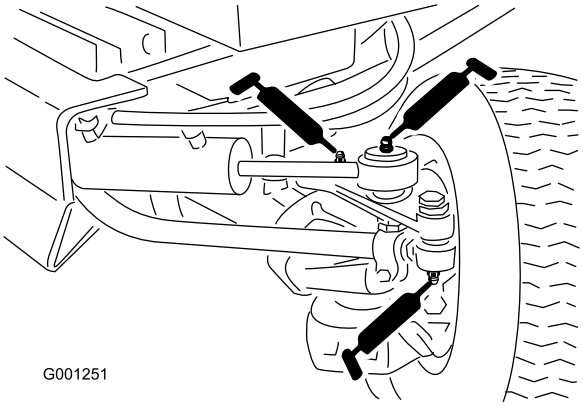

Figuur 45
- Uiteinden van spoorstang (2) (Figuur 45)
- Uiteinden van cilinderstang (2) (Figuur 45)
- Draaipunten van besturing (2) (Figuur 45)
- Draaipen van as (Figuur 45)